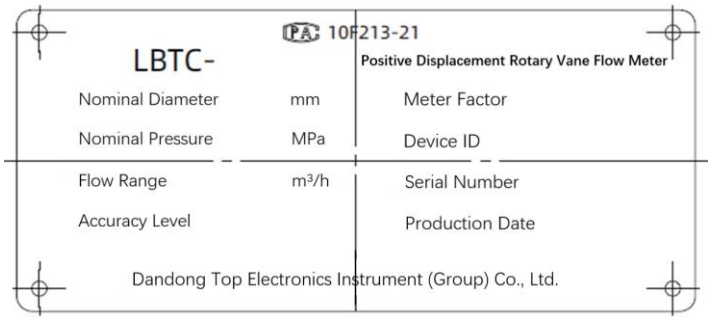

**Figure 4 Product Name Plate**
5.1.1 Check whether the Product Name Plate (**Figure 4**) is consistent with the information in the supply list.